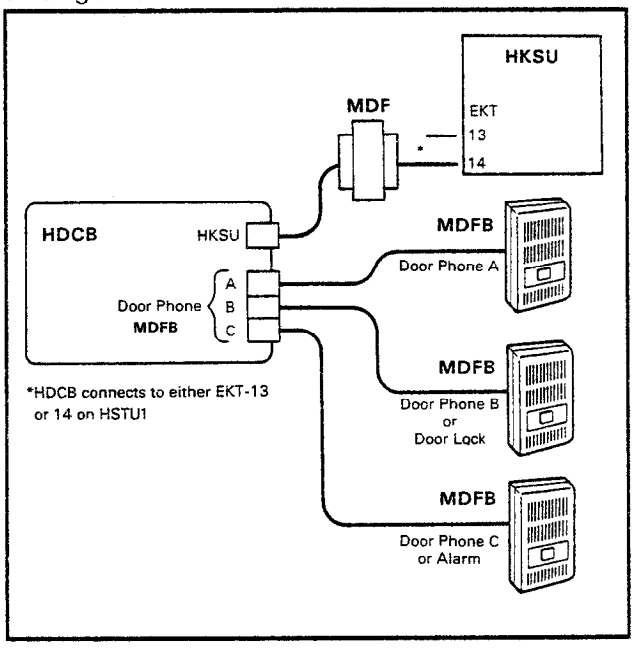

FIGURE 16 — HDCB CONNECTION
06.24 Figure 16 shows the HDCB wiring arrangement.